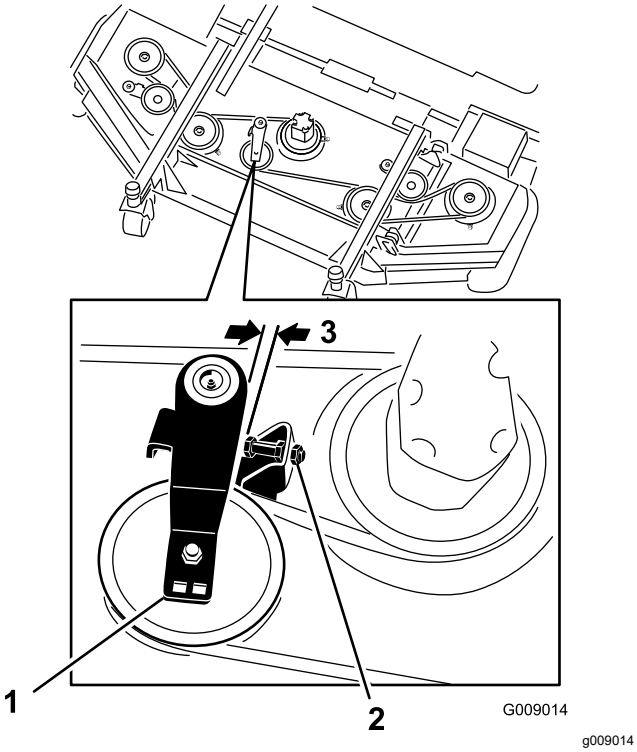

Figuur 124
3. Draai op het voorste maaidek in het midden de borgmoeren van de stopschroef van de spanpoelie los en draai de stopschroef in de beugel (Figuur 124).
4. Trek de spanpoelies van de zijmaaidekken weg van de drijfriem om deze te ontspannen en laat de drijfriem loskomen van de poelie van het zijmaaidek. Gebruik hiervoor een momentsleutel of soortgelijk gereedschap (Figuur 124).